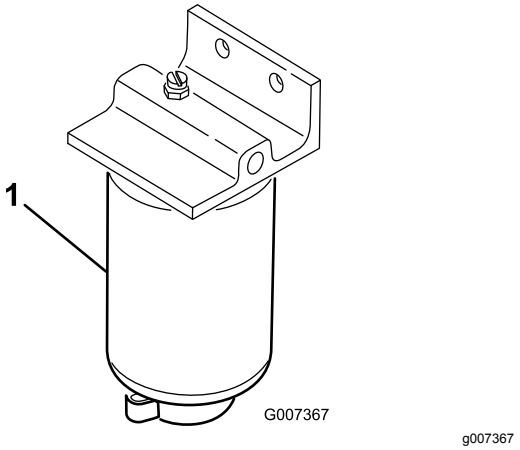

**Figur 49**
Tøm vandudskilleren for vand og andre urenheder (Figur 49) dagligt.
2. Løsn aftapningsproppen i bunden af filterdåsen (Figur 49).